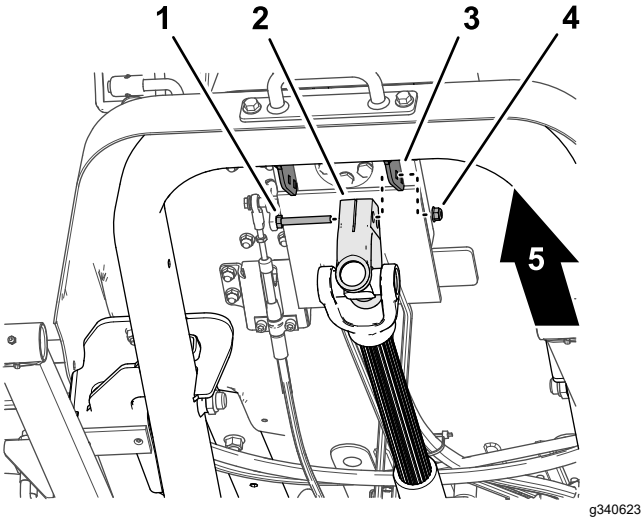

Figuur 17
1. Verwijder terwijl u de aandrijfas ondersteunt de tapbout en borgmoer waarmee het aandrijfasjuk is bevestigd aan de bevestigingsbeugel van de stuurklep (Figuur 17) en laat de aandrijfas voorzichtig zakken.